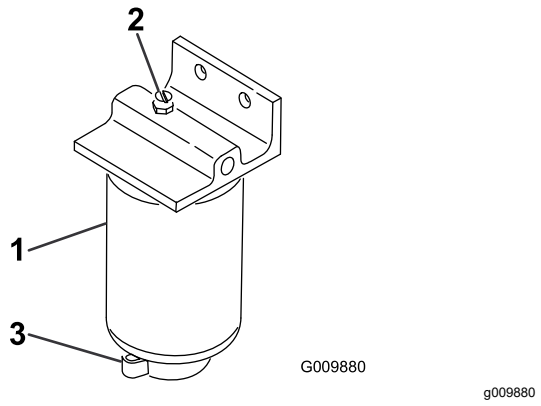

Figur 53
3. Løsn aftapningsventilen i bunden af filterskålen (Figur 53).
2. Rengør området, hvor filterskålen monteres (Figur 53).